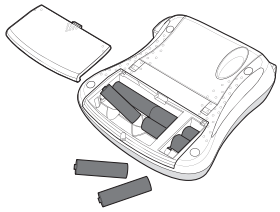

Figur 2
1. Skyv batteridekslet bort fra merkemaskinen. Se figur 2.